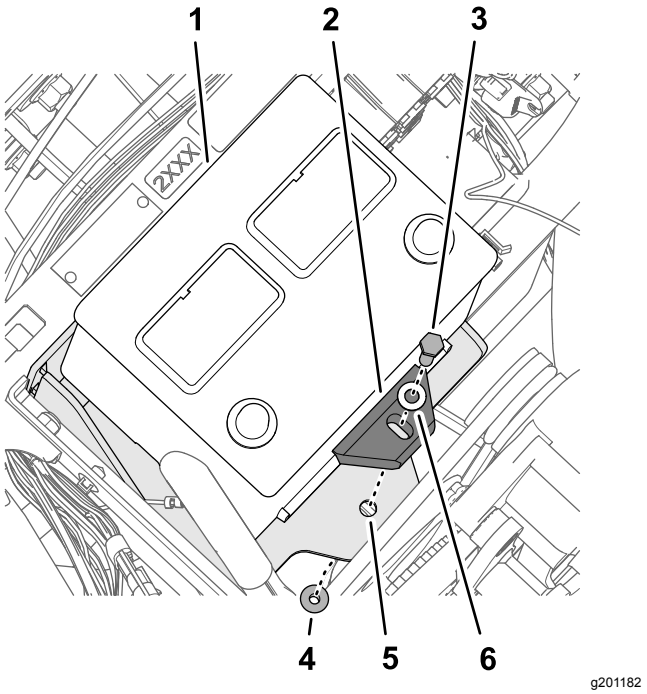

Figur 177
5. Monter batteriet på batteribeslaget med bolten (5/16 x 1-3/4 tommer), spændeskiven (5/16 tomme), batteriholderen og flangelåsemøtrikken (5/16 tomme) som vist i Figur 177.